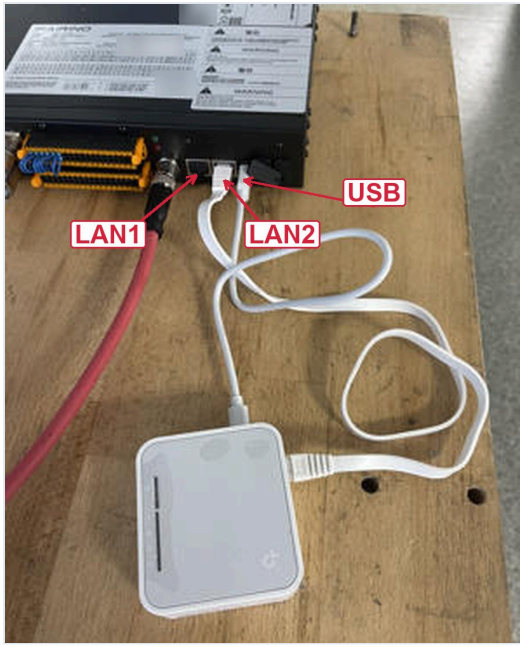

Rys. 2. Router podłączony do kontrolera: kabel sieciowy w gnieździe LAN2, kabel USB w gnieździe USB. Czerwony przewód prowadzi do kasety przycisków.
2. Podłącz kabel sieciowy routera do gniazda **LAN2** kontrolera (rys. 2). To port użytkownika z adresem robota 192.168.57.2.